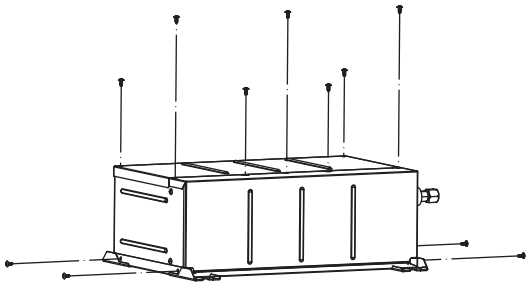

Fig. 4-5
① Remove the screws in each part.
4.2. Piping direction change work procedures (Fig. 4-5 ①~⑧)